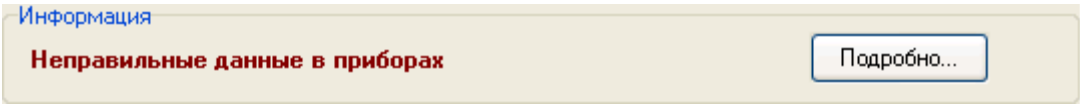

Рисунок 6-862 Сообщение о данных идентификатора, для которого информация в БД не соответствует хранимой в прибобрах конфигурации
- Для идентификаторов, для которых настройки базы данных АРМ «Орион Про» не соответствуют хранимой в приборах конфигурации, отображается пометка «неправильные данные в приборах» (см. Рисунок 6-862), а в списке паролей данные идентификаторы отображаются коричневым цветом. В этом случае требуется синхронизация идентификатора.